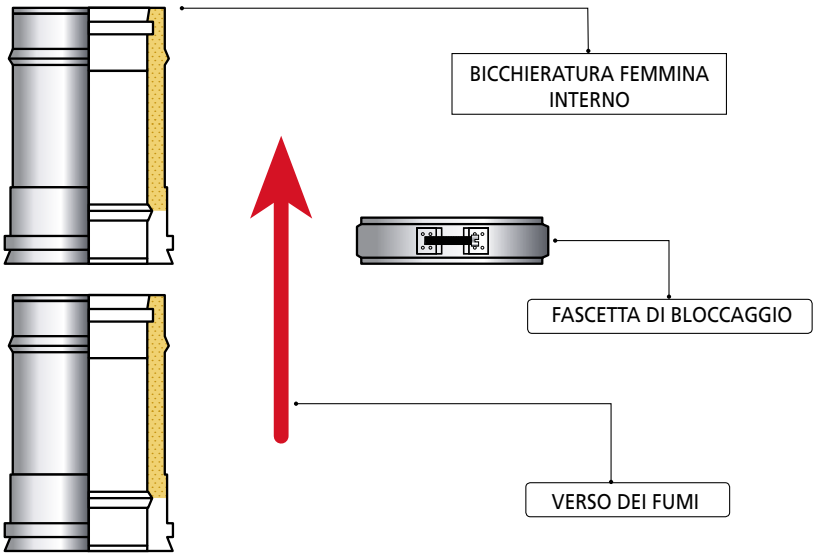

FIGURA 12
I sistemi AN ISO 10 INOX-INOX e AN ISO 10 INOX-INOX BLACK sono realizzati con giunti a bicchiere di tipo maschio / femmina su nervature autocentranti ed antischiacciamento (**figura 12**).
I sistemi AN ISO 25 INOX-INOX, AN ISO 25 INOX-RAME, AN ISO 25 INOX-COLORATO, AN ISO 50 INOX-INOX e AN ISO 50 INOX-RAME sono realizzati con giunti a bicchiere di tipo maschio / femmina su nervature autocentranti ed antischiacciamento (**figura 12**).
- Installare gli elementi seguendo il senso dei fumi indicato sull'elemento con un'apposita freccia, ovvero con il bicchiere femmina interno rivolto verso l'alto, per evitare la fuoriuscita di condensa (**figura 12**).